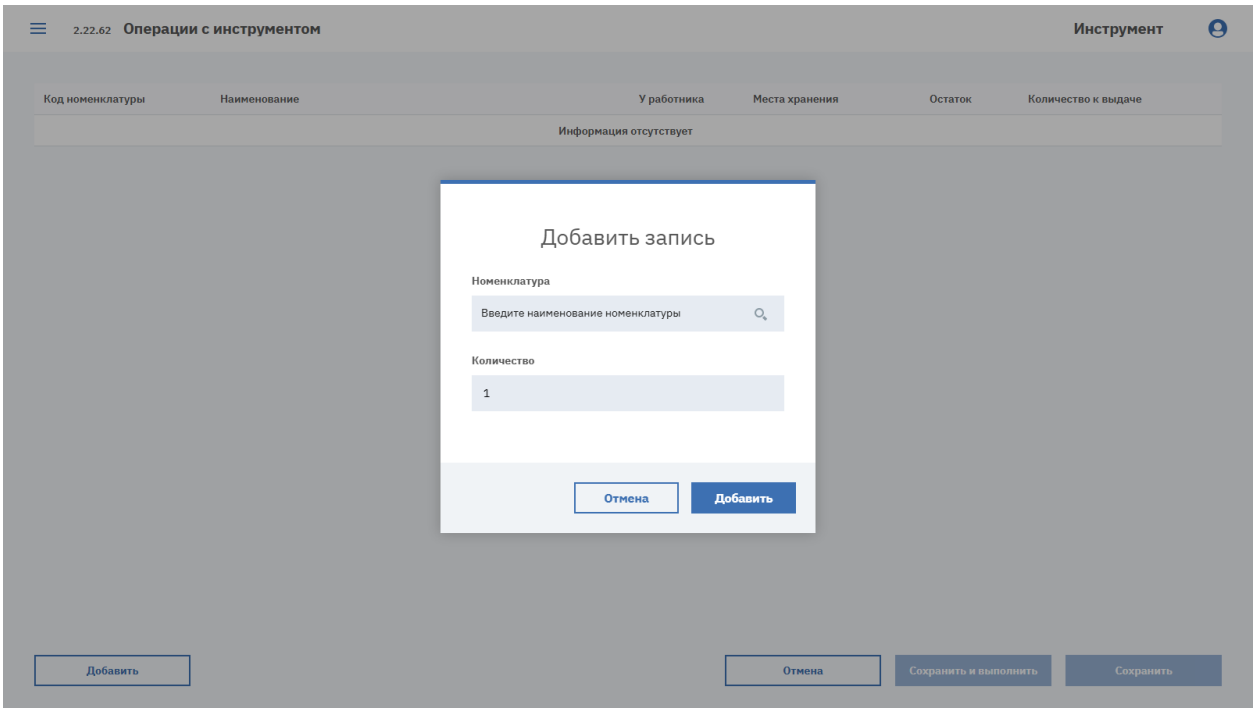

Рисунок 157. Окно «Добавить запись» формы выдачи
3. Нажмите кнопку «Добавить». В окне «Добавить запись» в поле «Номенклатура» выберите номенклатуру из остатков склада выдачи, в поле «Количество» укажите количество (по умолчанию 1) и нажмите кнопку «Добавить» (см. Рисунок 157). Остаток номенклатуры на складе выдачи выделен в списке жирным шрифтом.